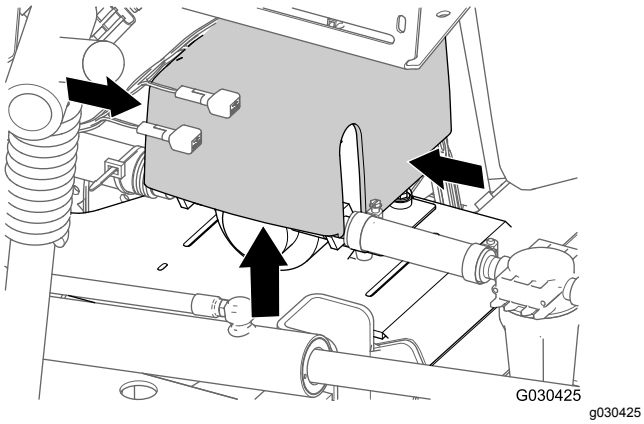

Figur 13
1. Tryck samman sidorna på sköljpumpskåpan på baksidan av maskinen, lyft upp kåpan tills dess flikar går fria från hålen i sätesplattan och ta bort kåpan från maskinen (Figur 13).